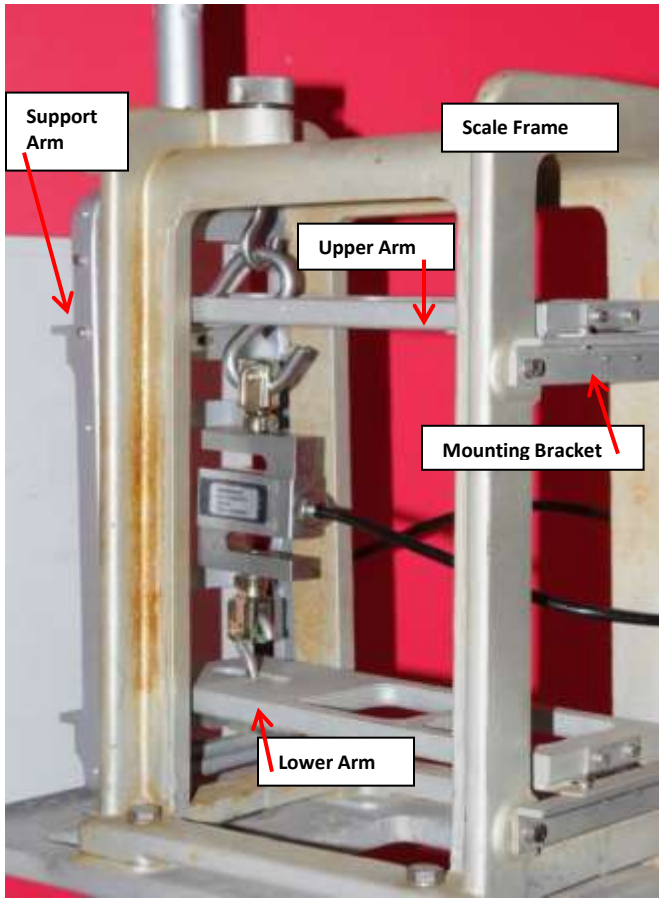

Figure D-5. Weighing Mechanism (aka, the Tower).
We do not recommend replacing flexures outdoors because the process requires dexterity to handle small parts, and requires adequate lighting in a calm and dry setting. Instead, the best practice is to replace the whole Weighing Mechanism with a pre-assembled spare with documented good flexures. The change-out itself is not difficult, it requires just four screws (7/16 inch) to be removed from the base of the Scale Frame to remove it from the Stage (see Figure D-5). To prepare for this removal, you will need to drain and remove the collection bucket and remove the lower casing assembly. Always plan ahead and reserve the needed time to conduct full bucket maintenance when you change-out the weighing mechanism.
The spare Weighing Mechanism should consist of the Weighing Mechanism without the Load Cell and without the Force Post (Figure D-5). The spare will have new flexures in all four junctions and have both Lever Arms fastened with wire or string to the Scale Frame to prevent any motion. The spare should be kept protected with suitable packing material in a cardboard box, ready for transport to the site.
Background: Each Lever Arm has the same flexure configurations (Front and Back) as the other. In each of the four locations each flexure is connected to its Lever Arm by two screws and by two screws the same flexure is connected to its respective L-shaped Mounting Bracket (see Figure D-5).
Without removing any cables or power supply, lay the Zeno Assembly on the base plate. Unhook the FPR-E Load Cell from the top hook, and unhook the bottom of the Load Cell from lower arm's hook (See Figure D-5). Set the Load Cell off to the side away from the 12-V battery.
1. Install one new Horizontal Flexure and one new Vertical Flexure on the rear end of the arm by following steps #2 and #3, in next paragraphs. Then install to the front of the arm, one new Vertical Flexure and one new Horizontal Flexure, by following steps #4 and #5. Each flexure requires one plate clamp, two lock washers, and two screws to attach to the arm. See Figure D-5, for a diagram for how the flexures and fasteners are assembled.